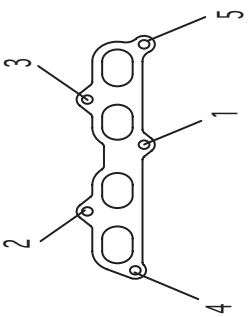
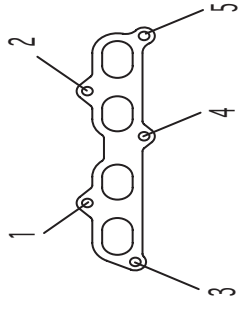

図2
図1
(1) エンジン側から出ているスタッドボルトに純正のガスケットをはめてください。
(2) ヘッダーを正規の位置に合わせて、前部フランジをはめ、図1の1,2に純正ナットを、3,4,5に純正ボルトを取付けて、図2のような順で仮締付けしておいてください。
(1) スーパーヘッダー、マフラーの位置関係や自動車の床、クロスメンバ、その他の周辺部品とのクリアランスおよびフランジ間のガスケットのずれを確認しながら仮締付けしてあったボルトとナットを指定トルクで図2のような順番で締付けてください。